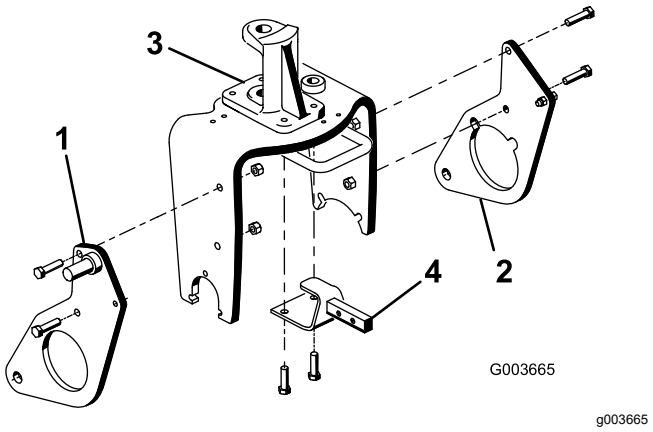

Rysunek 11
1. Luźno zamontuj prawą płytę pługa z prawej strony widelca samonastawnego za pomocą 2 śrub (½ x 2 cale) i przeciwnakrętek, w sposób pokazany na Rysunek 11.
2. Powtórz te czynności dla lewej płyty pługa (Rysunek 11).
4. Zdemontuj i wyrzuć 2 śruby mocujące przód przegubu kierowniczego do górnej części widelca samonastawnego (Rysunek 11).
5. Używając otworów w widelcu samonastawnym i przegubie kierowniczym, zamontuj wspornik ramy zaczepu do spodu widelca samonastawnego za pomocą 2 śrub (½ x 1¾ cala); patrz Rysunek 11.